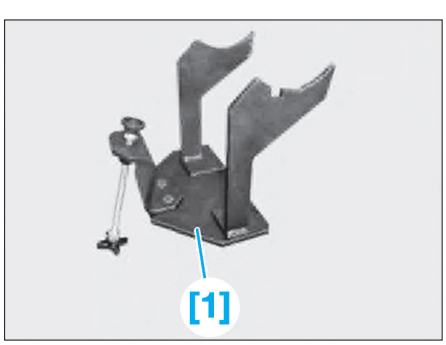

Fig. 15
- [1]. Support de fixation du pont arrière (ref. 33 4 420) (**Fig.15**).